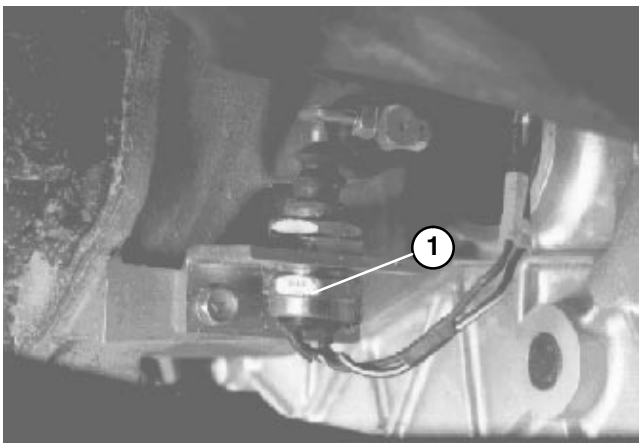

Figure 44
7. Recheck clutch safety switch adjustment (Fig. 44). Engine must not crank unless clutch pedal is 1.25" ±.12" from floor. If an adjustment is required, loosen switch jam nuts and adjust up or down.